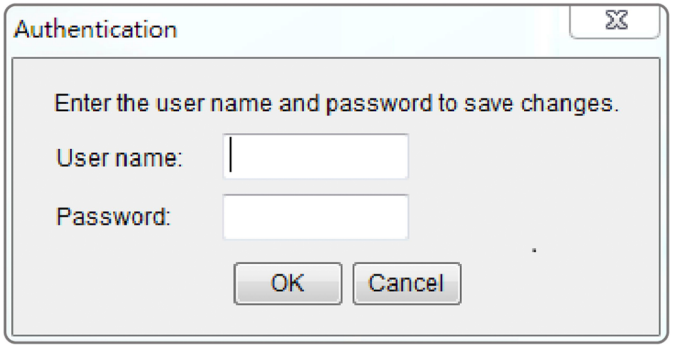

**Figure 3. Authentication window.**
7. You will need to enter a User Name and Password for the Power Management Card in the authentication window, as shown in Figure 3.